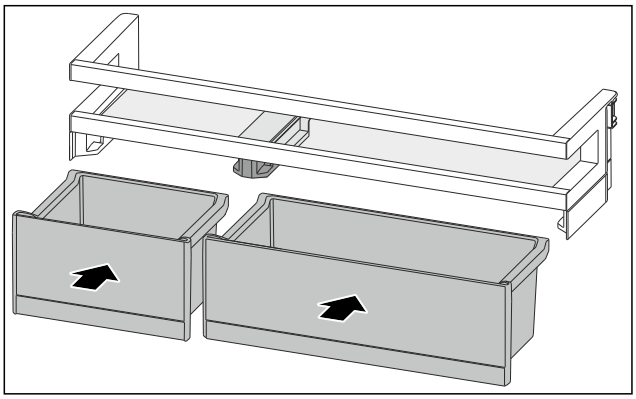

Fig. 192
- ▶ VarioBoxen in gewijzigde toewijzing plaatsen. (zie Fig. 192)